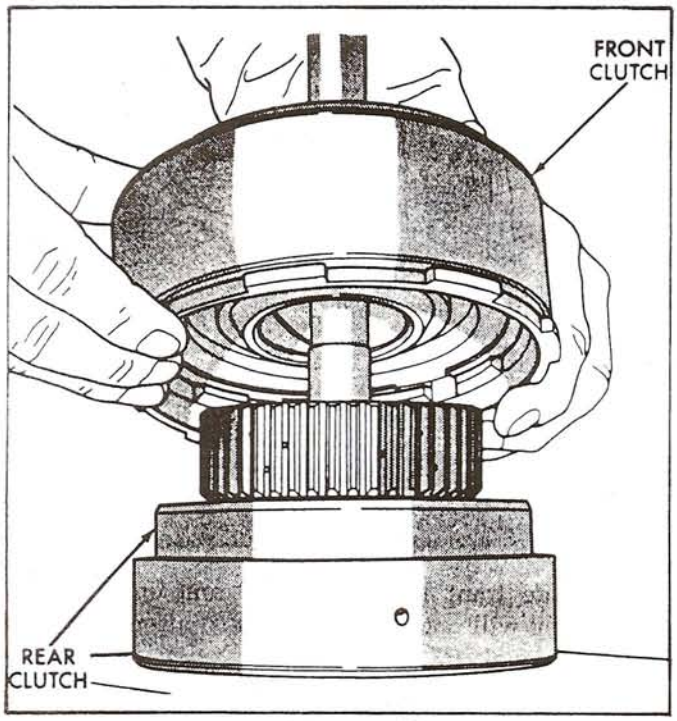

Figure 19
31. Seperate front and rear clutch drums, as shown in Figure 19, and set both of the drums aside for overhaul during subassembly.